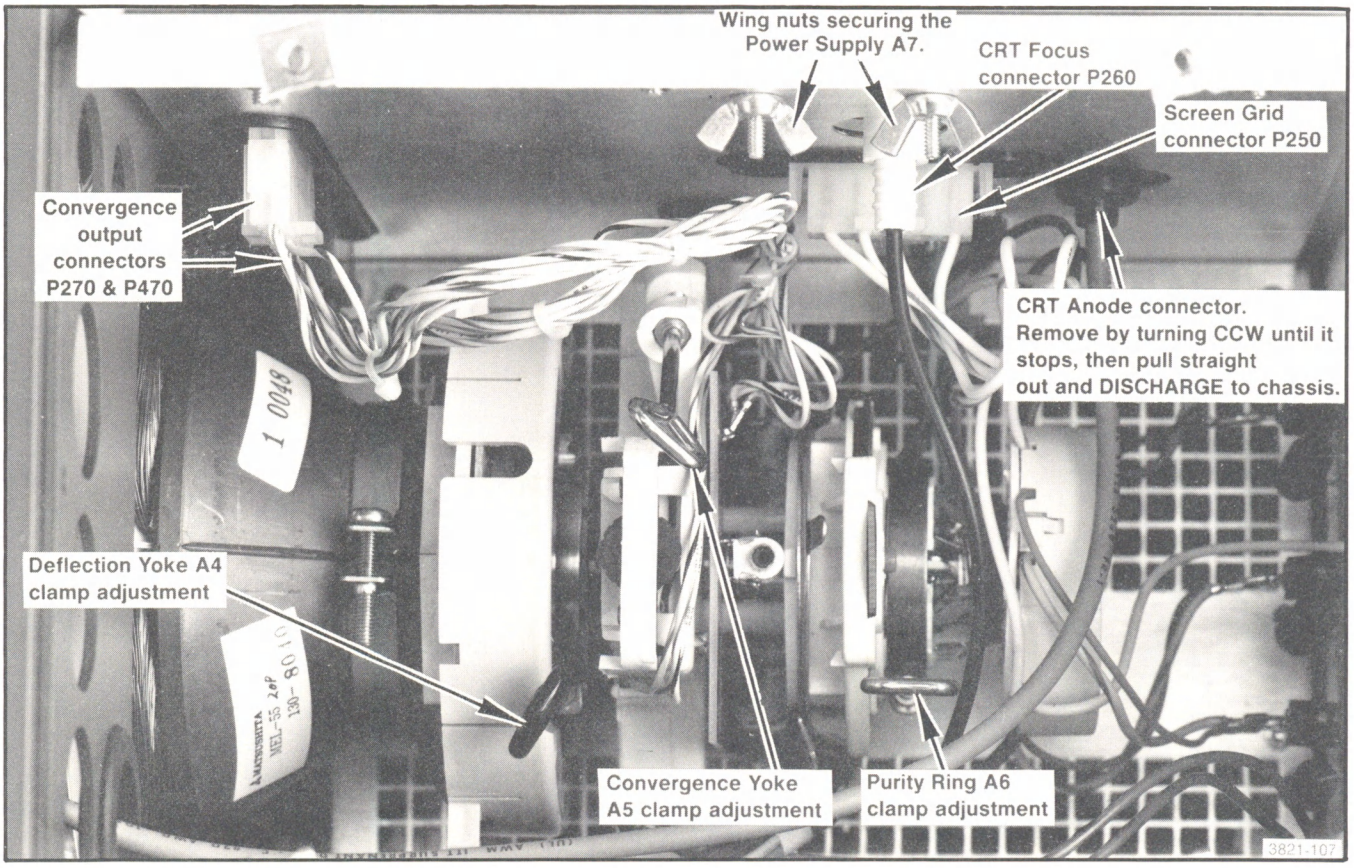

Fig. 9-5. CRT neck compartment connectors and securing components.
6. Disconnect the crt anode lead from the high voltage transformer, T100, by grasping the insulated cap and turning it counterclockwise until it stops. Then, pull the anode lead straight out. DO NOT touch the end of the anode lead. Ground the contact end to the chassis, and secure it there. Refer to Fig. 9-5 to help identify the crt neck connectors and securing bolt locations.